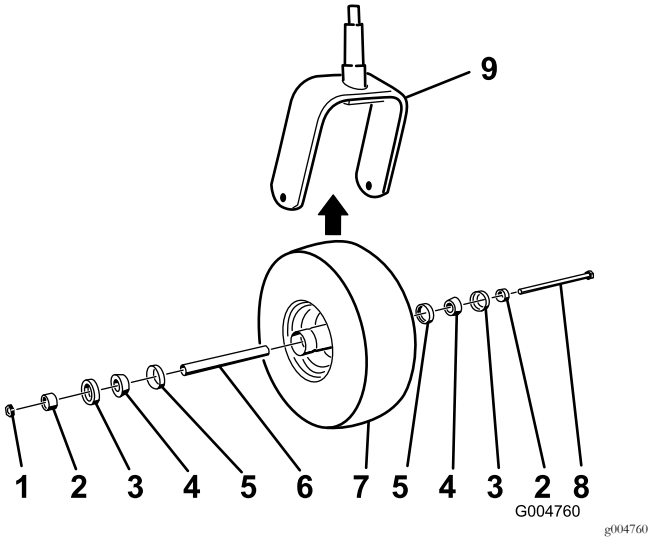

Figuur 46
2. Verwijder de borgmoer van de bout (Figuur 46).
5. Monteer het zwenkwiel door de ingevette kegellagers en de afdichtingen in de wielnaaf te drukken, in de positie die wordt getoond in Figuur 46.